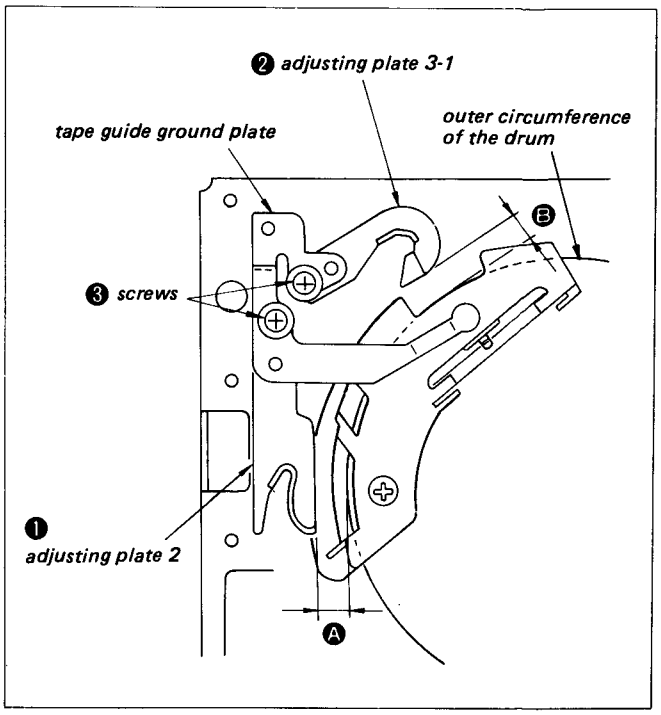

Fig. 3-13 Measurement of the position of adjusting plates 2 and 3-1
3) Remove the screws ❸ shown in Fig. 3-13, then remove the tape guide ground plate and adjusting plates 2 and 3-1.
Proceeding in the same manner as in replacement of the drum assembly, measure the width of the gap between the upper drum and the adjusting plates (Fig. 3-13).